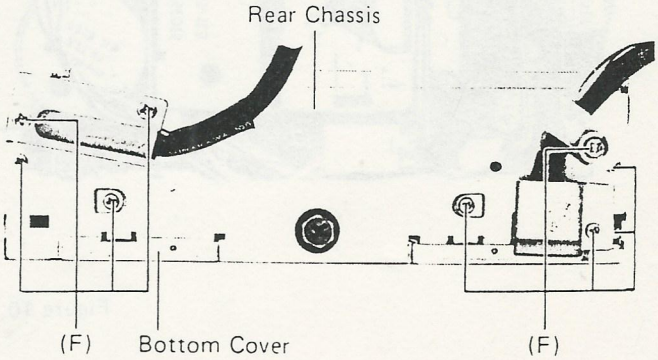

Figure 6
(1) Remove the bottom cover shown in Figure 6.
(2) Remove nine screws (F) shown in Figure 6.